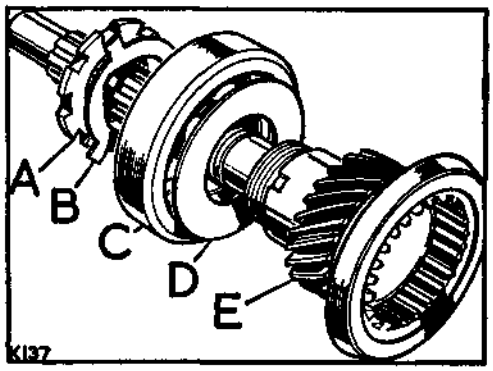

**Fig. C1-141. Primary pinion assembly**
3. Fit the lockwasher and special LEFT-HAND THREAD nut, tighten the nut and engage the lockwasher, see Figs. C1-141 and C1-140.